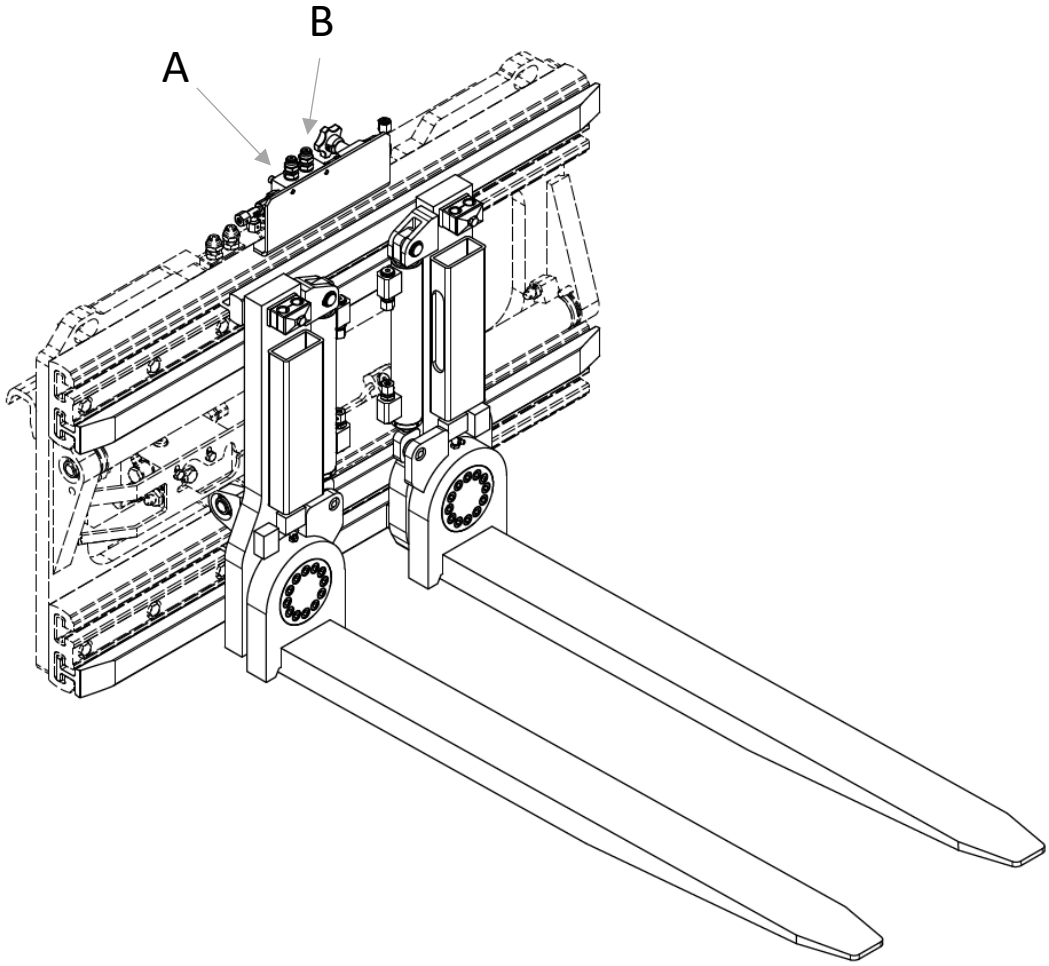

Figure 17
1. Raccorder les tuyaux du chariot à l'alimentation des fourches A et B comme indiqué en Figure 17.
2. Le raccordement du circuit A et B comme indiqué en Figure 17 doit être fait comme suit :